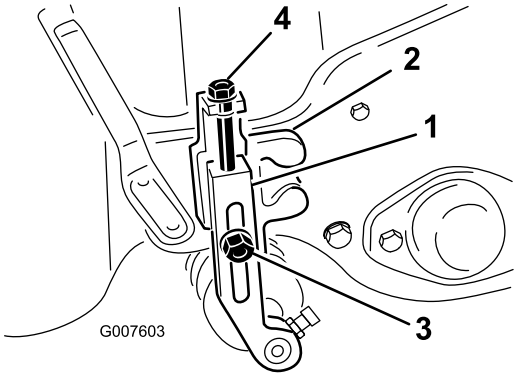

Figur 47
2. Lossa de låsmuttrar som håller fast klipphöjdsarmarna på klipphöjdsfästena (Figur 47).